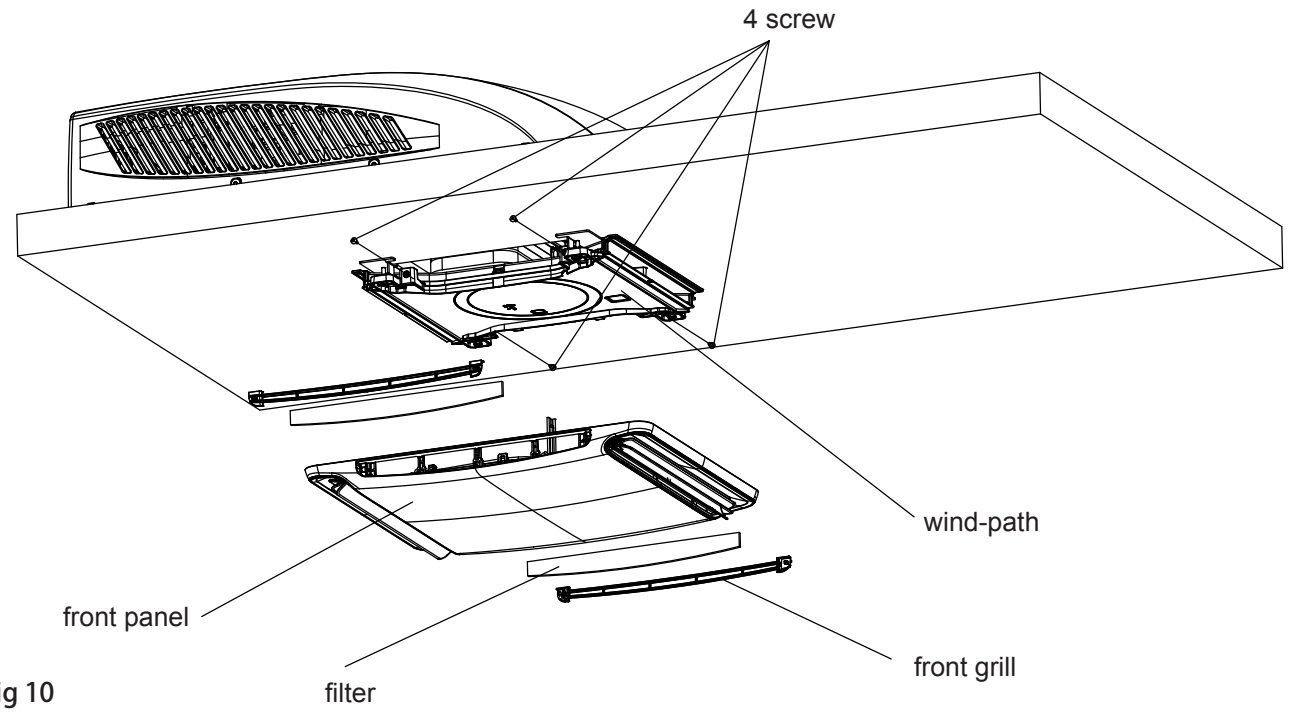

fig 10
2. Secure the ceiling grille to the ceiling assembly wind-path with 4 screws. (see Figure 10).